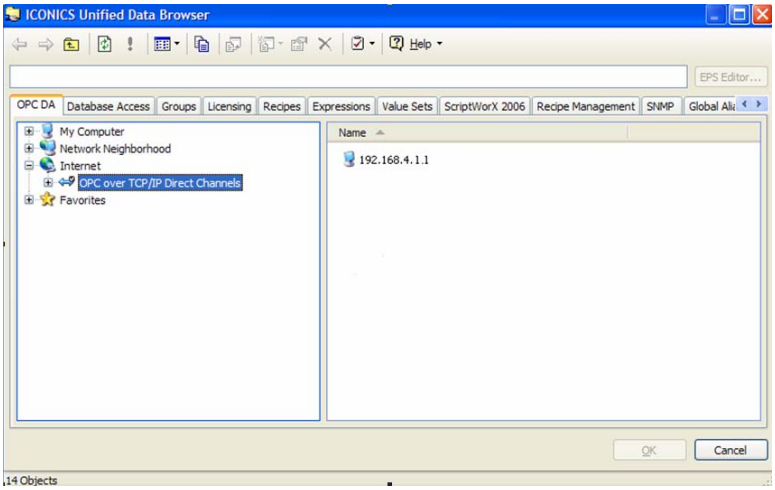

Figure L8.26: Internet Branch of the Universal Tag Browser
5. Expand the **Internet** branch of the **Unified Data Browser** to see any channels that are currently in use, as shown in **Figure L8.26.**